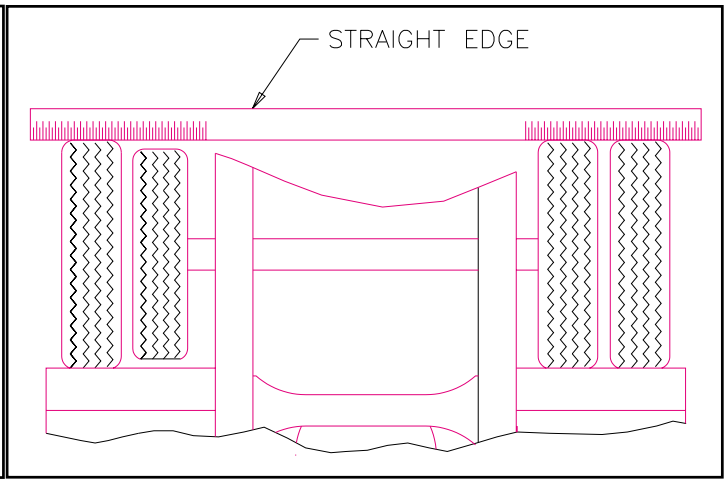

Figure 4-16 Straight Edge Method
b. Straight Edge or String Method: (This method cannot be used if tire and wheel assemblies are not mounted on the axle.) Jack trailer up until the wheels are off of the ground. Hold a straight edge against the tires of both ends of an axle. A gap at one tire indicates a smaller tire. A maximum of 1/8" gap is allowed **(See Figure 4-16).**